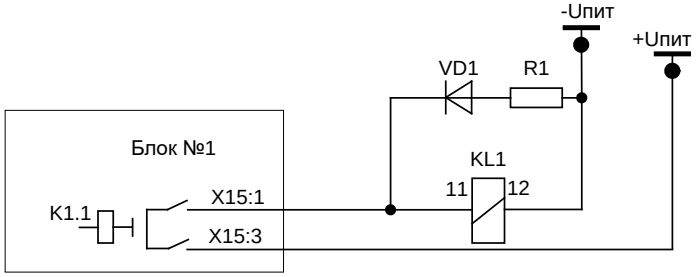

Рисунок 1.2.1 – Схема искрогасящего контура
1.2.7.5 Для повышения коммутационной способности выходных реле рекомендуется использовать промежуточные реле с малым временем переключения. При этом необходимо использовать искрогасящий контур, состоящий из резистора и диода, включенный параллельно катушке промежуточного реле (рисунок 1.2.1).